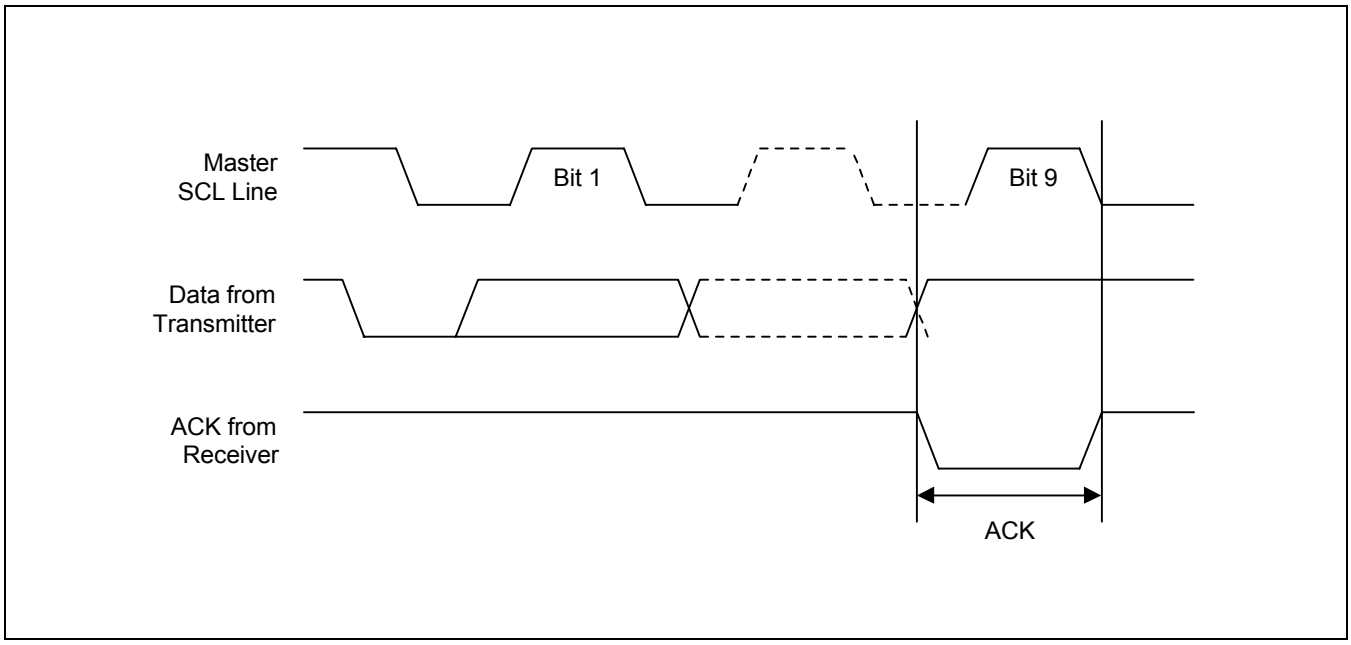

Figure 2-8. Acknowledge Response From Receiver
- ACK (Acknowledge): An ACK signal indicates that a data transfer is completed successfully. The transmitter (the master or the slave) releases the bus after transmitting eight bits. During the 9th clock, which the master generates, the receiver pulls the SDA line low to acknowledge that it successfully received the eight bits of data (see Figure 2-8). But the slave does not send an ACK if an internal write cycle is still in progress.